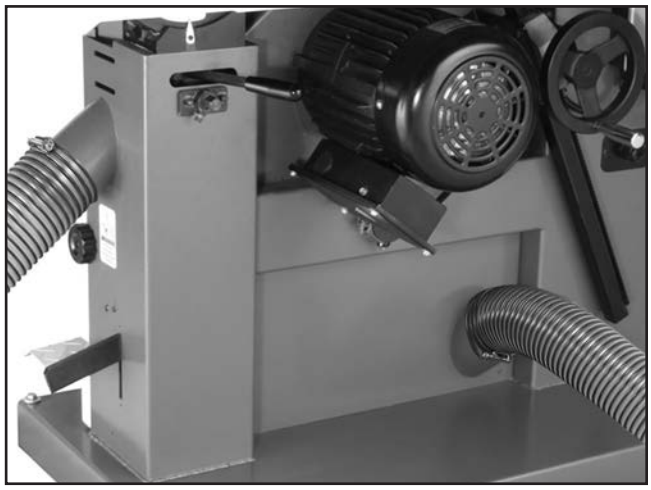

Figure 27. Dust hoses attached to dust port.
1. Fit a 4" dust hose over each dust port, as shown in **Figure 27**, and secure in place with a hose clamp.